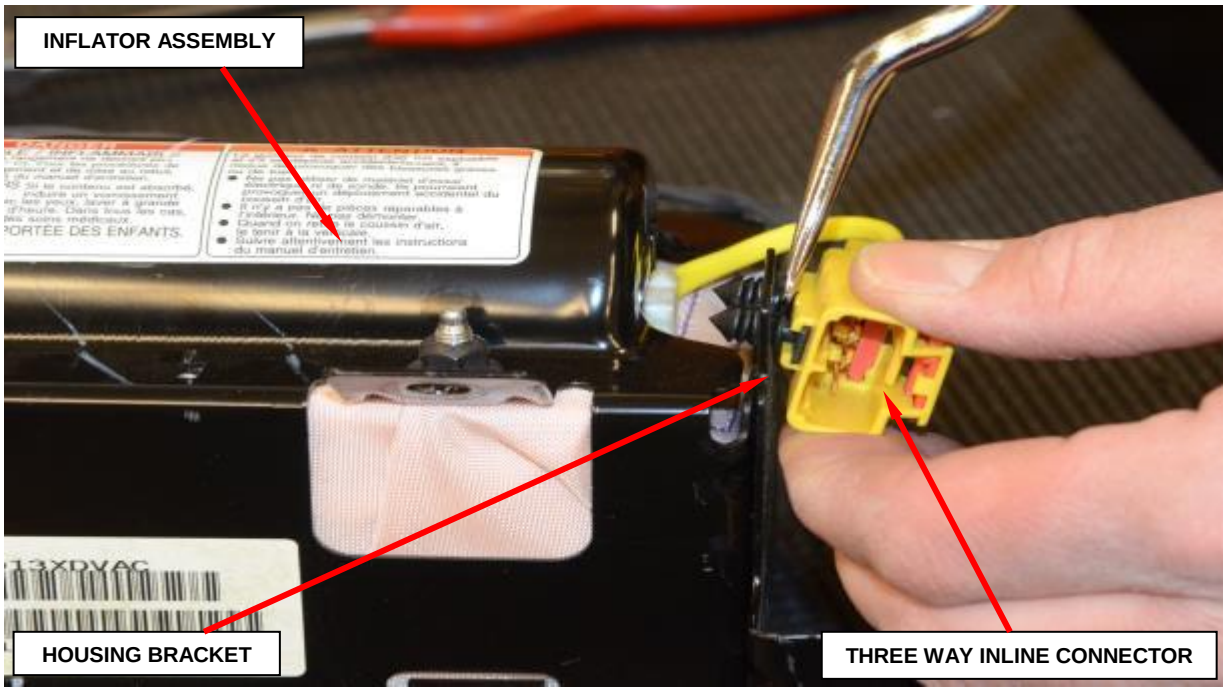

Figure 43 – Yellow Three Way Connector
d. Remove the yellow three way inline connector from the housing bracket (Figure 43).
n. Connect the yellow three way inline connector to the mounting points on the housing (Figure 43).